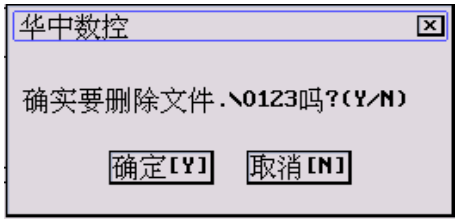

图 5.4.13 确认是否删除文件
(4) 按 Enter 键，弹出如图 5.4.13 所示对话框；